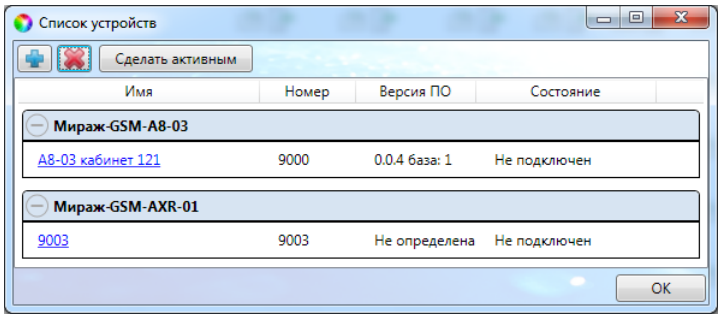

Рис. 3.3. Окно *Список устройств*
2. В открывшемся окне *Список устройств* выделите строку необходимого контроллера и нажмите кнопку *ОК* (рис. 3.3).